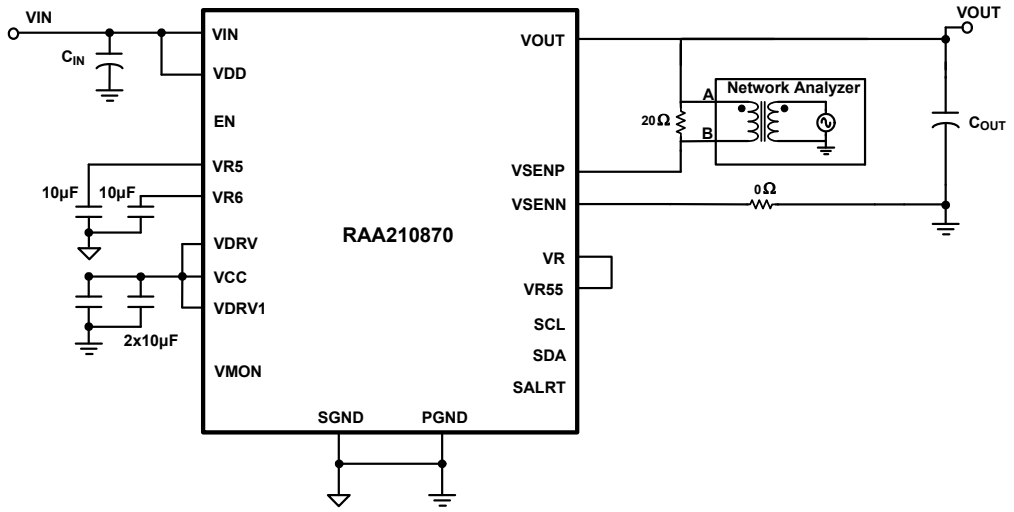

Figure 2. Network Analyzer
(1) Break the feedback loop by removing the R_{11} resistor in the remote sense path, connected between VSENP and VOUT.
(2) Solder a 20Ω resistor in its place. The value of the resistor could be in the range of 10Ω to 50Ω.
(3) Solder a twisted wire pair to the 20Ω resistor. Ensure that the wires are short in length. A small twisted pair works well by minimizing noise pickup, which is important for a good measurement.
(4) Enable the converter.
(5) Use a “Network Analyzer” to inject a small AC signal (~20mV) across the 20Ω resistor as shown in Figure 2 on page 7.
(6) Measure the amplitudes of the signals at points A and B as shown in Figure 2.
(7) Sweep the frequency using the “Network Analyzer” to observe the bandwidth, phase, and gain margin.